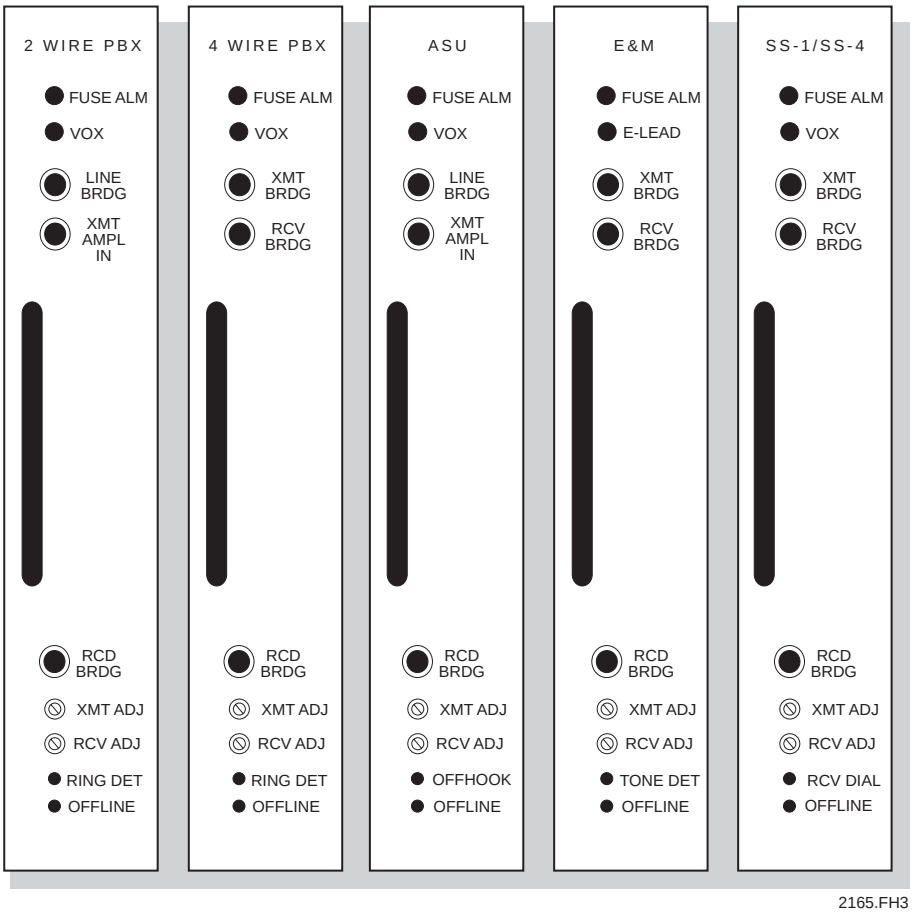

***Figure 5-7. Interface Card Front Panels***
The type and quantity of each telephone interface installed in the system depends on the requirements at the individual site and may change after initial installation. **Figure 5-7** illustrates the five cards.
***Interface Card Front Panels.*** Refer back to **Figure 5-7** for an illustration of the front panels of the five telephone interface cards and refer to **Table 5-6** for a list of the front panel controls and indicators.